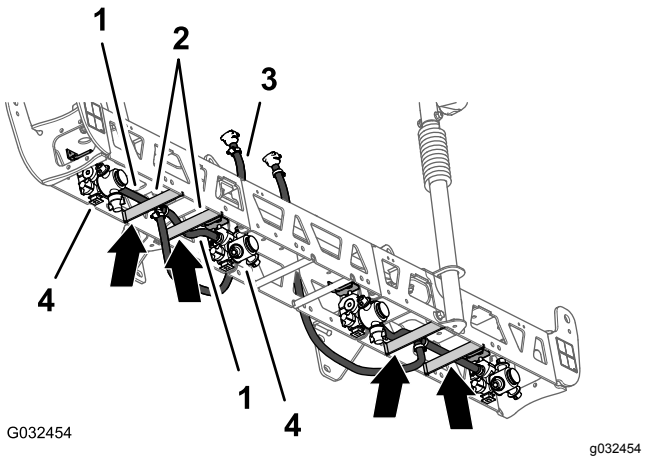
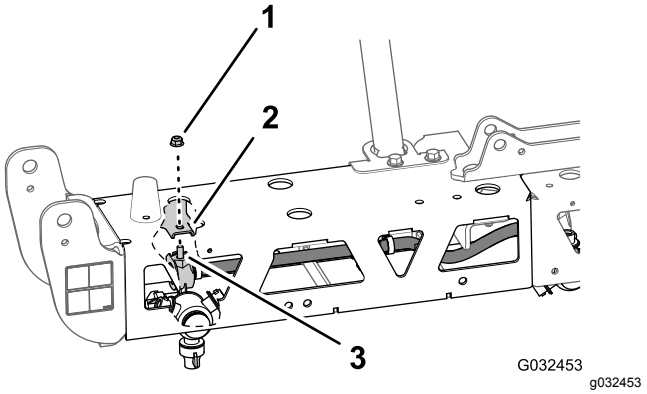

Figur 57
Figur 58
1. Før slangen (13 mm) og dyseenheten mellom rammeavstiverne i den ytre delen av støtterammen (Figur 57).
2. Før slangen og dysen over rammeavstiveren og ut mot det ytre dysefestet (Figur 57).
3. Før sekskantbolten (5/16 x 3/4 tomme) for sprederdysen gjennom hullet i dysefestet og fest dysen løst til festet med en flenslåsemutter (5/16 tomme) fra finishingsettet for GeoLink-spredersystemet (Figur 58).
4. Før den andre slangen (13 mm) og dyseenheten mellom rammeavstiverne i den ytre delen av støtterammen (Figur 57).
5. Før slangen og dysen over rammeavstiveren og inn mot det indre dysefestet (Figur 57).
6. Innrett sekskantbolten (5/16 x 3/4 tomme) for sprederdysen gjennom hullet i dysefestet (Figur 58) og fest dysen løst til festet med en flenslåsemutter (5/16 tomme) som du fjernet i trinn 1 og 4 av Fjerne sprederdysene (side 22).
8. Før slangen og koblingen med mothaker (13 x 810 mm) til side for den midtre spredersekssjonen med venstre og høyre støttebraketter (Figur 57).
9. Gjenta trinn 1 til og med 8 for den andre slange- og dyseenheten ved den ytre delen av støtterammen (Figur 57 og Figur 58).